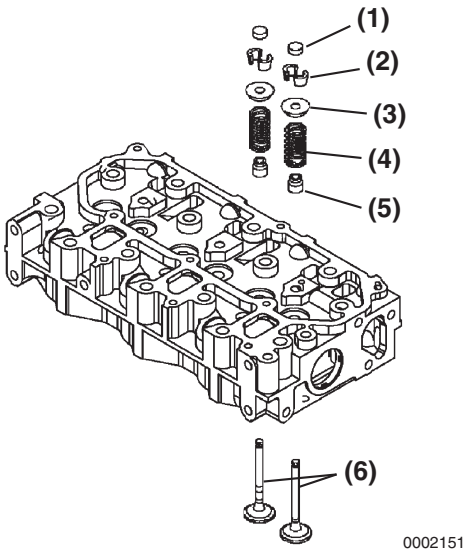

Figure 6-9
2. Remove the valve stem cap **(Figure 6-9, (1))** and keep with the valve it was installed on.
4. Remove the valve keepers **(Figure 6-9, (2))**.
6. Remove the spring retainer **(Figure 6-9, (3))** and valve spring **(Figure 6-9, (4))**.
8. Turn the cylinder head so the exhaust port side faces down. Remove the intake and exhaust valves **(Figure 6-9, (6))** from the cylinder head.
9. Remove the valve stem seals **(Figure 6-9, (5)).**